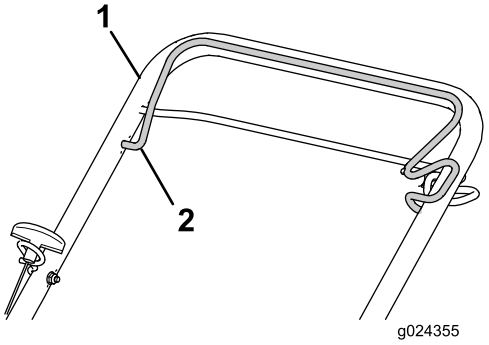

Figuur 16
3. Hou de bedieningsstang van het maaimes tegen het bovenste deel van de handgreep (Figuur 16).